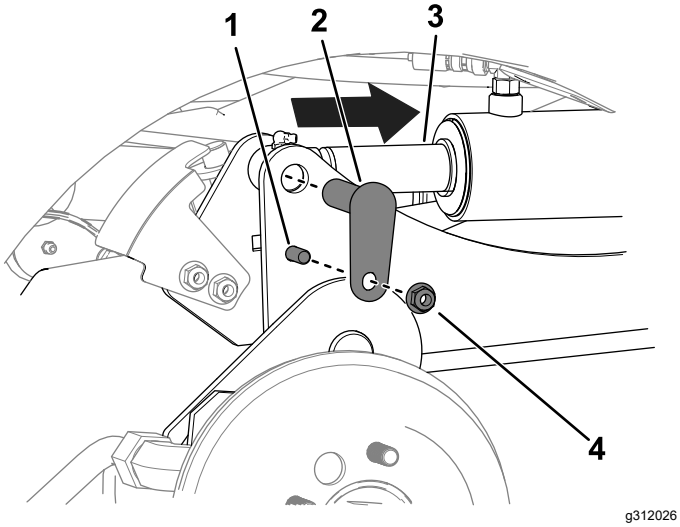

Figura 10
C. Utilizzate un cacciaspine per allineare i fori dell'asta del cilindro con i fori del braccio di sollevamento (Figura 10).
D. Utilizzate 2 bulloni (⅜" x 1¼"), 2 dadi (⅜") e 2 perni piccoli per fissare i bracci di sollevamento ai cilindri (Figura 10).